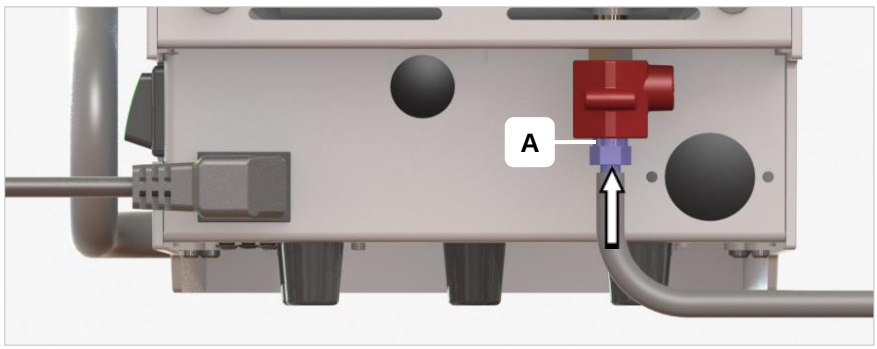

Afbeelding 6.4.3: Onderhoudsslang aansluiten op de kogelkraan
3. Sluit de onderhoudsslang (leveringspakket) aan op het verbindingsstuk van de kogelkraan (afbeelding 6.4.3-A).